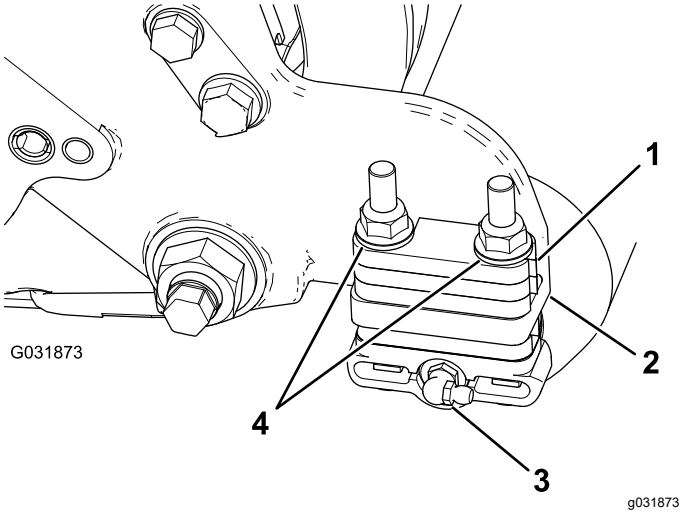

Figuur 9
1. Verwijder de smeernippel van de rol aan de kant van het maaidek met de rolborstelbehuizing (Figuur 9).
3. Verwijder de 2 flensborgmoeren waarmee de rolbeugels aan de zijplaten zijn bevestigd (Figuur 9).